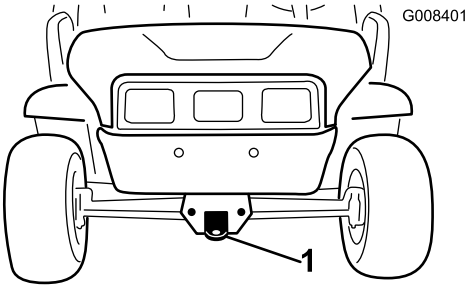
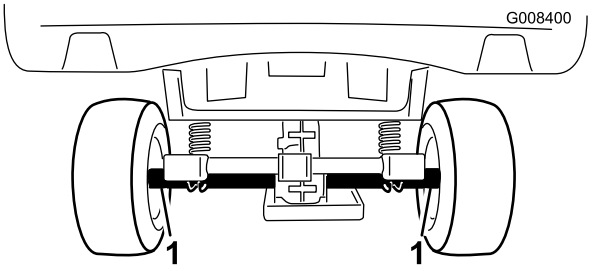

Figura 21
Figura 22
Utilice un remolque para mover la máquina a gran distancia. Asegúrese de que la máquina está firmemente amarrada al remolque. Consulte en Figura 22 y Figura 21 la ubicación de los puntos de amarre de la máquina.
2. Conecte un cable de remolque al punto de remolque, en la parte delantera del bastidor de la máquina (Figura 21).